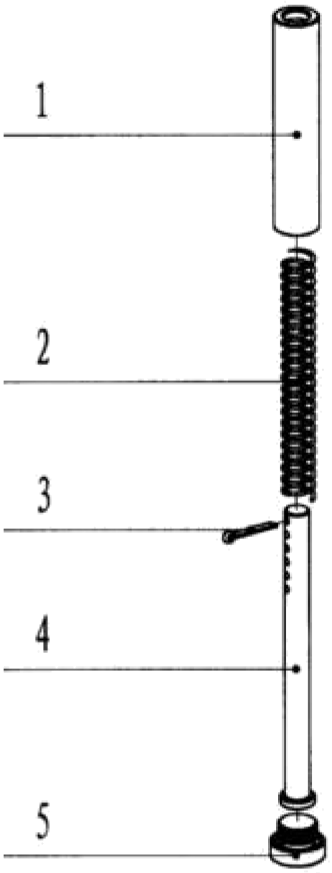

Fig. 11
9.3.1Front guide pole assy. and parts list（Fig.11,Table 11）